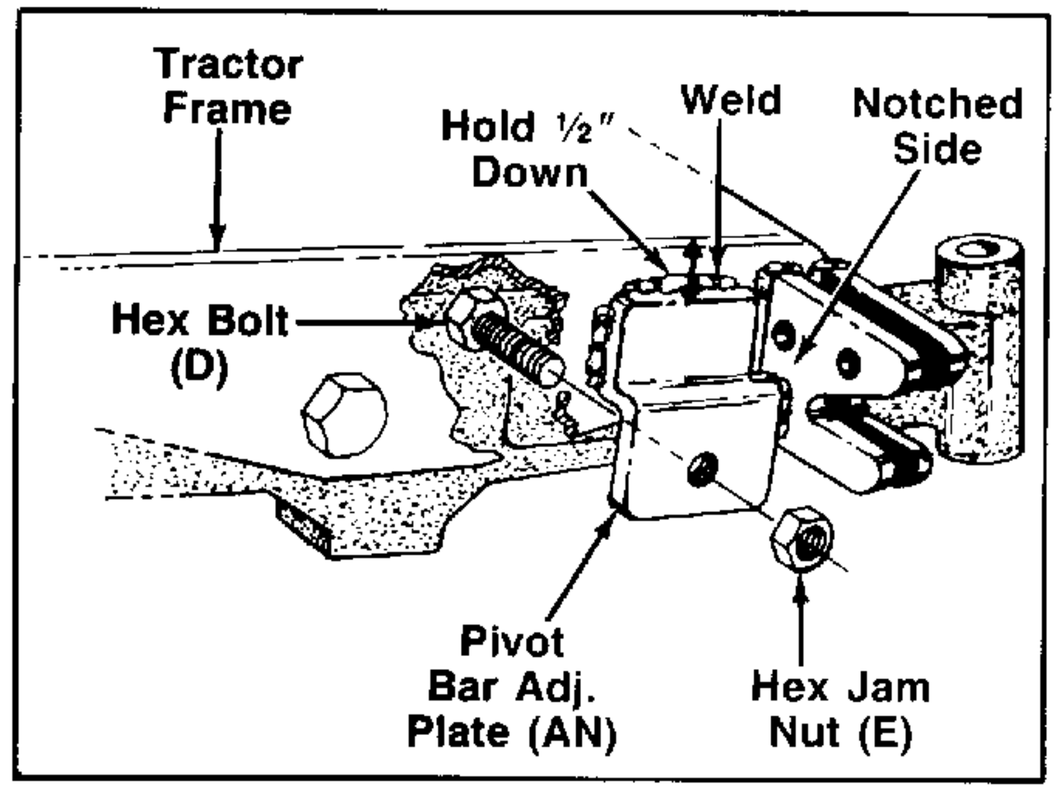

FIGURE 12.
1. Preassemble hex bolts (D) and hex jam nuts (E) to the pivot bar adjustment plates (AM and AN) as shown in figure 12.
2. With the tractor in the raised position, clamp the pivot bar adjustment plates (AM and AN) in position on frame (½" down) and weld as shown in figure 12.